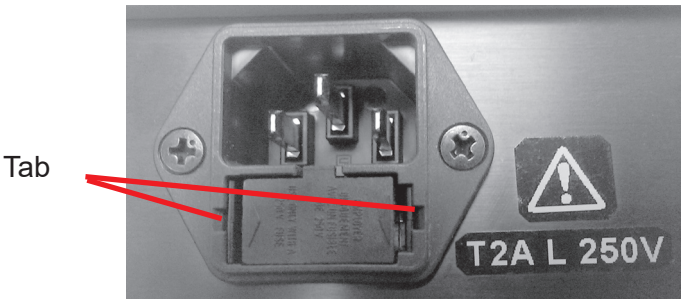

Figure MC-1. Contact Lens Measurement
3. Install new fuses (P/N RFAG20039) into the Fuse Holder. Refer to Figure MC-1.